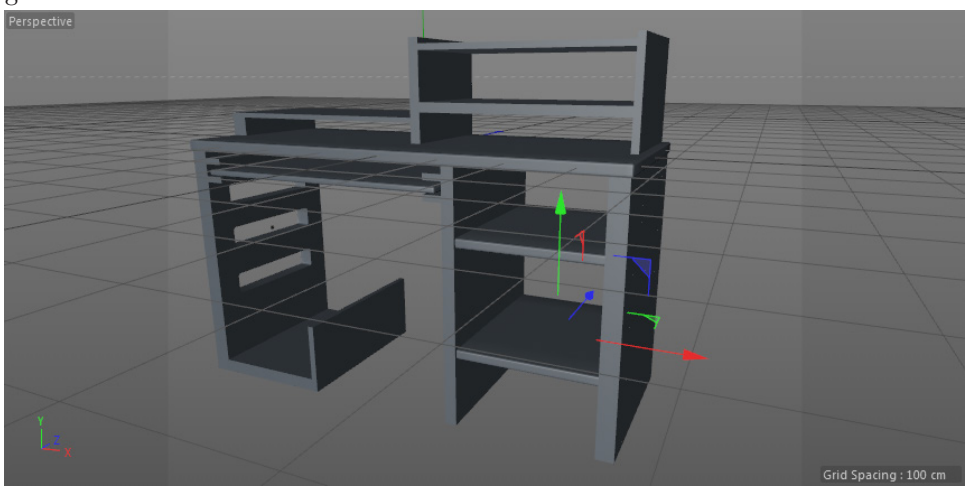

Figure 3-50 *Shelf1.1 positioned in the Perspective viewport*
6. Make sure the *Shelf1.1* object is selected in the Object Manager. In the Attribute Manager, make sure the **Coordinates** button is chosen. In the **Coordinates** area, enter **-291.892** in the **P . Y** spinner; the *Shelf1.1* object is positioned in the Perspective viewport, as shown in Figure 3-50.